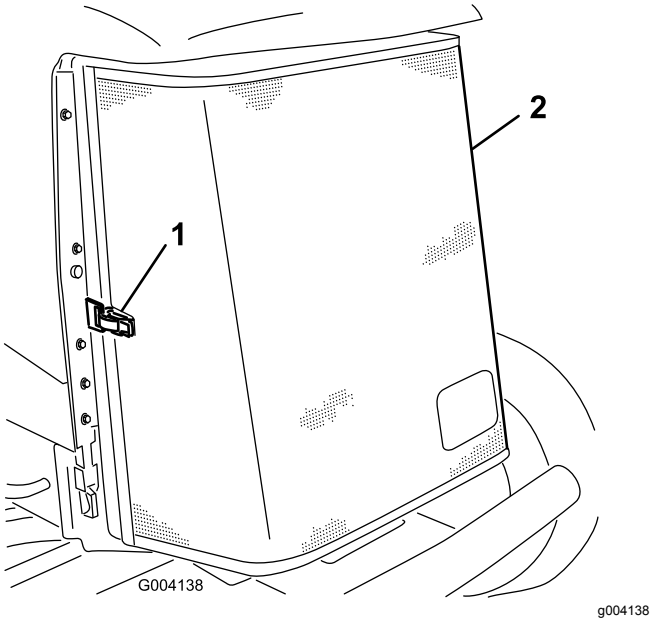

Figur 82
3. Lås klemmen op, og drej kølergitteret for at åbne det (Figur 82).